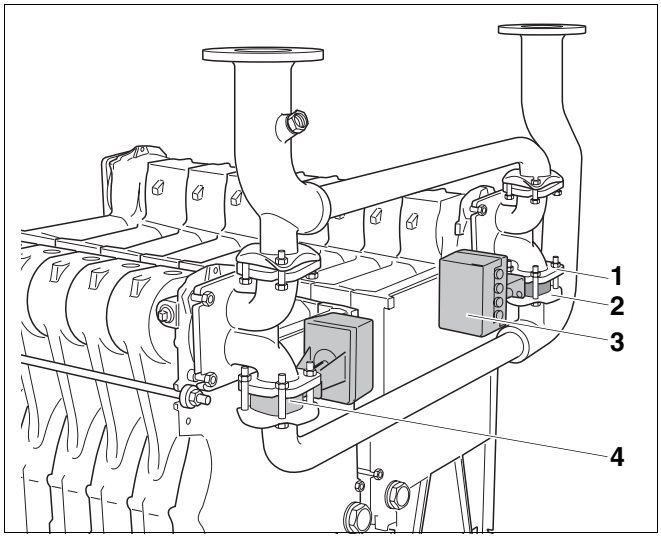

Afb. 31 Ringsmoorkleppen en stelmotoren monteren
De volgende stap is het monteren van de beide ringsmoorkleppen met de stelmotoren (afb. 31, **pos. 3**) tussen de aansluitflenzen van de retourleiding en de aansluitvormstukken.
- Monteer de ringsmoorkleppen (afb. 31, **pos. 3**) zo, dat de stelmotoren naar het midden van de ketel gericht zijn. De elektrische leidingen moeten zich bovenaan bevinden.
- Bouw de ringsmoorkleppen (afb. 31, **pos. 3**) telkens met de dichtingen erop bevestigd tussen de aansluitflenzen van de retourleiding (afb. 31, **pos. 2**) en van het aansluitvormstuk (afb. 31, **pos. 1**) van het betreffende ketelblok (trap 1 of 2) in.